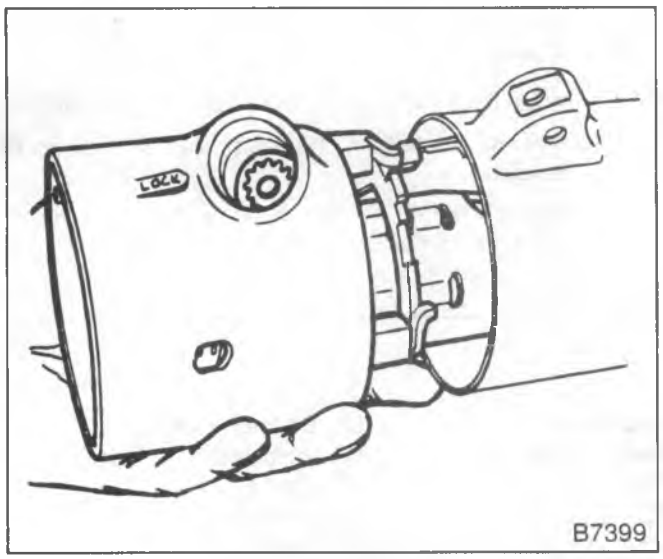
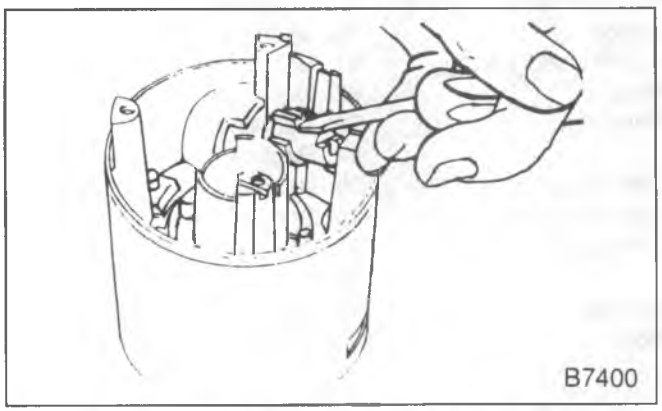

Figure 20—Turn Signal Housing Removal
Figure 21—Ignition Switch Actuator Sector Removal
9. Upper bearing washer (32).
10. Screws (35) attaching the turn signal and ignition lock housing.
11. Housing assembly (figure 20).
12. Bushing (43) and retainer (45) from the lower side of the housing.
13. Ignition switch actuating rod, rack assembly (49), rack preload spring (48), shaft lock bolt (47) and spring assembly from housing.
14. Shift lever gate (52).
15. Ignition switch actuator sector through the lock cylinder hole by pushing firmly on the block tooth of the sector with a blunt punch or screwdriver (figure 21).
16. Gear shift lever housing (57) and shroud (59) from the jacket assembly (62).
17. Shift lever spring (56) from the gear shift lever housing.